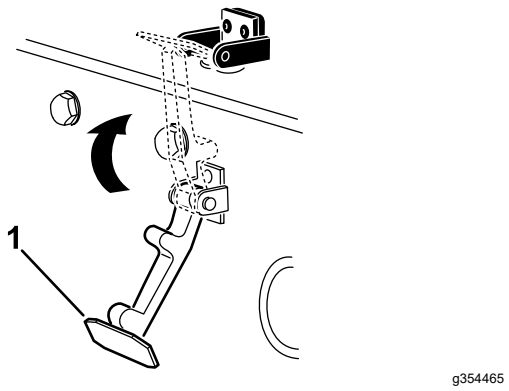

Figur 34
6. Kroka fast spärren på motorhuvslåsfästet (Figur 34).